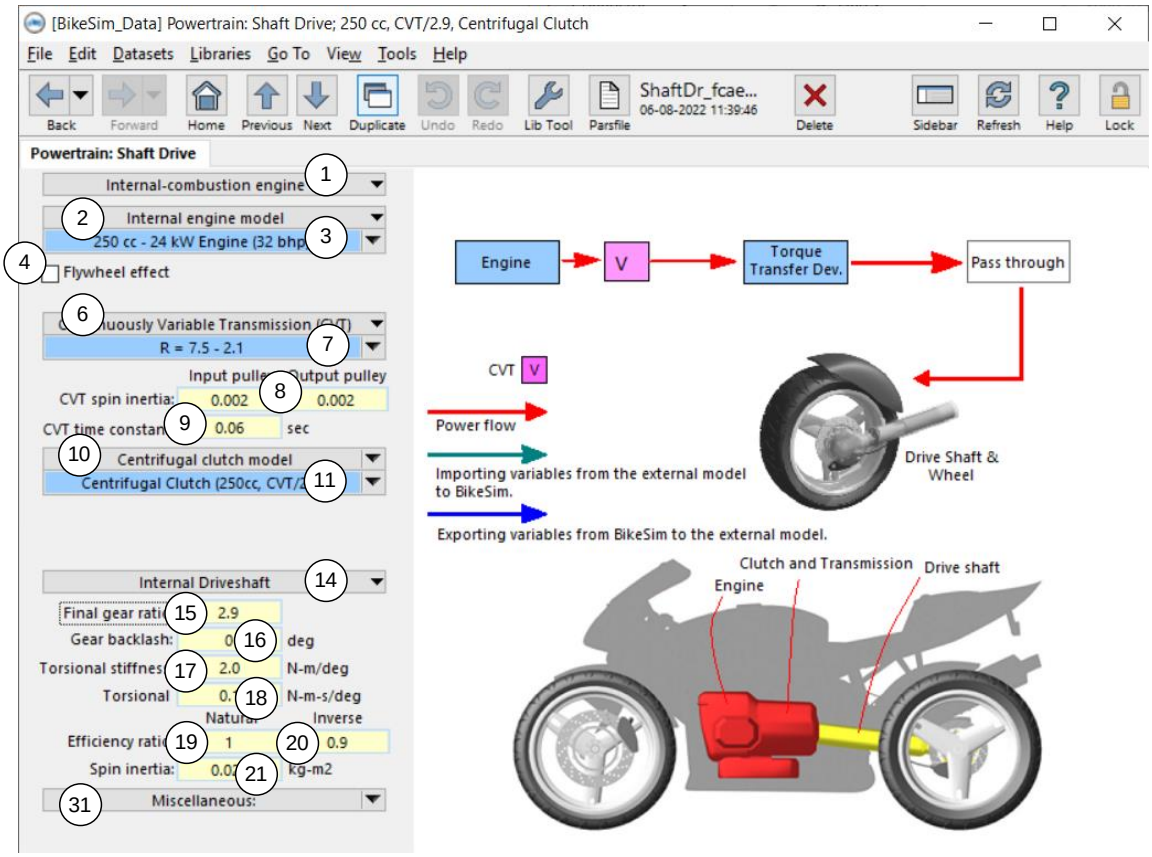

Figure 11. Powertrain assemble screen for shaft drive system and CVT.
2. When **Continuously Variable Transmission (CVT)** is chosen, a data link for CVT (7) and associated parameter fields ((8) and (9)) are displayed (Figure 11) in which you can specify the CVT powertrain. In this case, the type selector and link for the ordinal transmission ((12) and (13)) are hidden and its gear ratio and efficiencies are treated as 1.0 (power just passes through the ordinal transmission location.)
(7) Primary gear information associated with type selected with the above list (6).
2. If the primary gear is **Continuously Variable Transmission (CVT)**, a link is shown to a **Powertrain: CVT Gear Ratio** dataset and several data fields are shown (⑧,⑨, Figure 11).